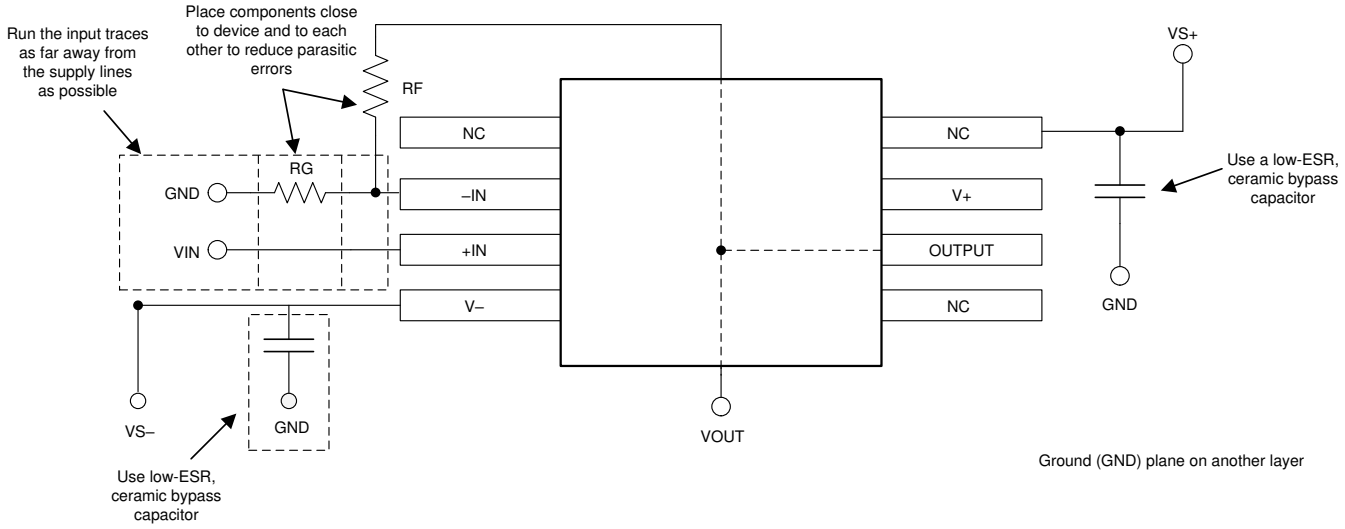

图 7-7. 同相配置的运算放大器电路板布局
- 外部元件应尽量靠近器件放置。如图 7-7 所示，保持 RF 和 RG 接近反相输入可以更大限度地减少寄生电容。